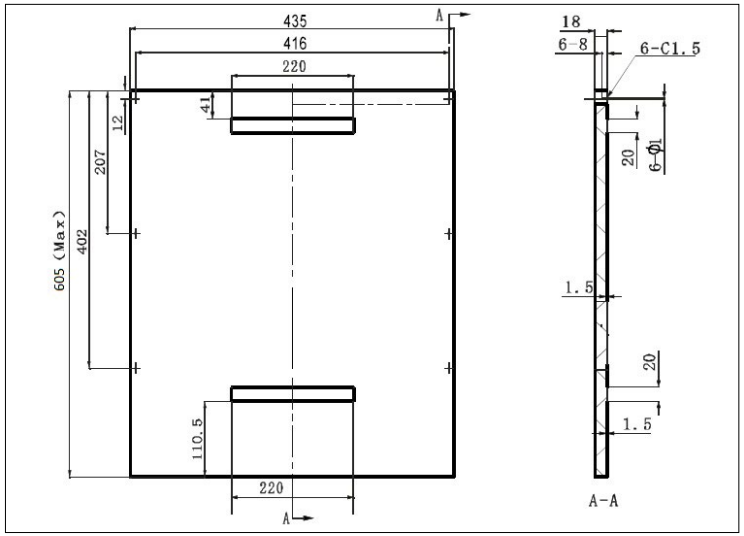

Rys. 14
- Na Rys.14 przedstawiono wymiary i położenie otworów na płycie kryjącej drzwiczek zmywarki. Wymiary podano w mm.